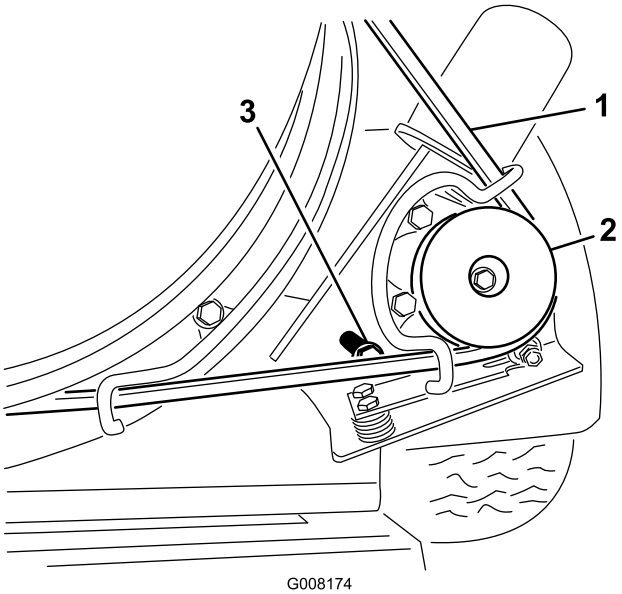

Figur 34
1. Løsn de bolte, der fastgør remskivens monteringsbeslag til blæsemaskinens stel (Figur 34).